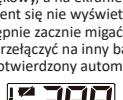

Rysunek 6
a. Po założeniu mankietu i przyjęciu wygodnej pozycji naciśnij przycisk „START". Usłyszysz sygnał dźwiękowy, a na ekranie pojawią się wszystkie znaki w ramach autotestu. Zobacz rys. 6. Jeśli jakiś segment się nie wyświetla, skontaktuj się z serwisem.